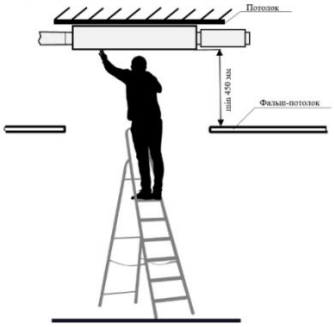

Рисунок 3. Простір для обслуговування та поточного ремонту
6.1.4 При підборі місця для монтажу пристрою обов'язково передбачити вільний та відповідний правилам безпеки доступ до обладнання під час обслуговування та профілактичного огляду (див. рисунок 3). Люк для огляду не може бути меншим за габарити вентиляційної установки, а сама установка повинна бути змонтована так, щоб при необхідності (наприклад, у разі складного ремонту) її можна було б демонтувати.
6.1.7 З боку обслуговування необхідно залишити вільний простір перед обладнанням обслуговування та поточного ремонту (рисунок 3), люк для обслуговування умовно не показаний.